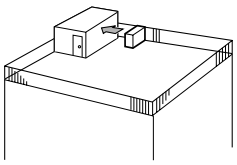

Fig. 2-3
① Расположите прибор так, чтобы выходное отверстие было направлено к самой близкой из доступных стен на расстоянии около 100 см от стены. (Fig. 2-3)